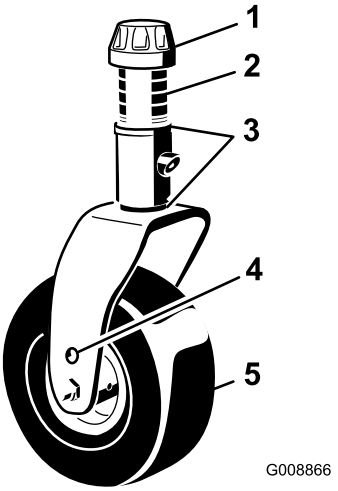
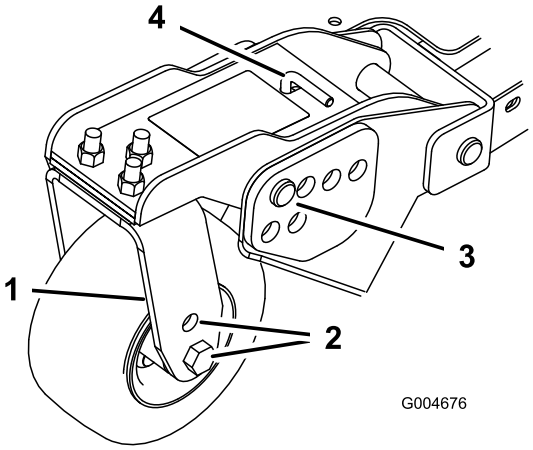
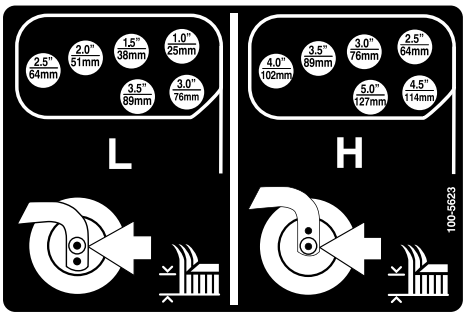

Figur 18
Figur 20
Figur 21
1. Sätt svänghjulsaxlarna i samma hål i alla svänghjulsgafflar (Figur 18 och Figur 20).
2. Ta bort spännlocket från spindelaxeln och skjut ut spindeln ur svänghjulsarmen (Figur 18).
5. Ta bort hårnålssprinten och sprintbulten från svänghjulsarmarna (Figur 20).
6. Vrid spännstången för att höja eller sänka svängarmen tills hålen befinner sig i linje med de utvalda fästhålen för klipphöjdsinställning i klippdäckens ram (Figur 20 och Figur 21).